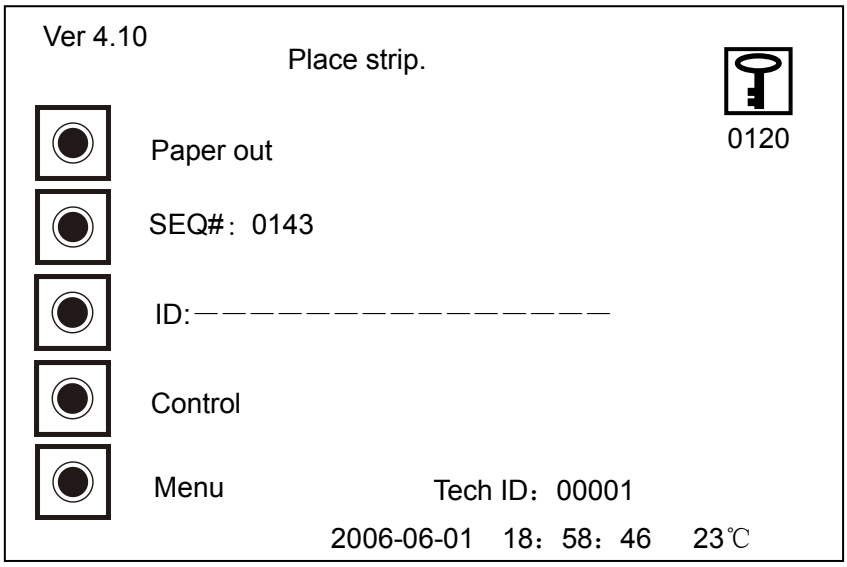
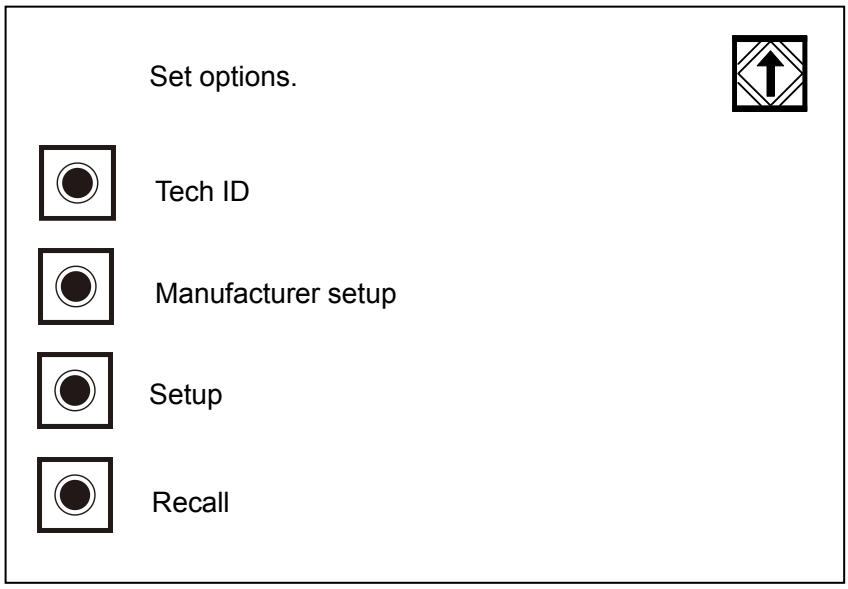

Figure 3-1
Figure 3-6
- “medical No.: 00005” is the code of operating doctor. Operator could change the No. (figure 3-6) or switch the “on” “off” mode(Figure 3-30). If it is “on”, Medical No. shows as figure 3-1. If it is “off”, nothing displays after “Medical No.”.
In main menu (figure 3-1), operator can make the following four operations:
Touch  in front of “ID” in figure 3-1，screen shows as follows:
Touch the key  in front of “Control” in figure 3-1 to enter into the sub menu of control liquid test. This function will be introduced in “chapter 4 Quality Control Monitoring”.
Enter the key  in front of “Menu” in figure 3-1 to enter the sub-menu (figure 3-6). Operator can set all the options.
Touch  in front of “Menu” in Main menu (Figure 3-1), the screen shows as follows:
Touch  in front of “Recall” in figure 3-6, the screen shows as follows:
Touch  in front of “Setup” in figure 3-6, the screen shows follows.